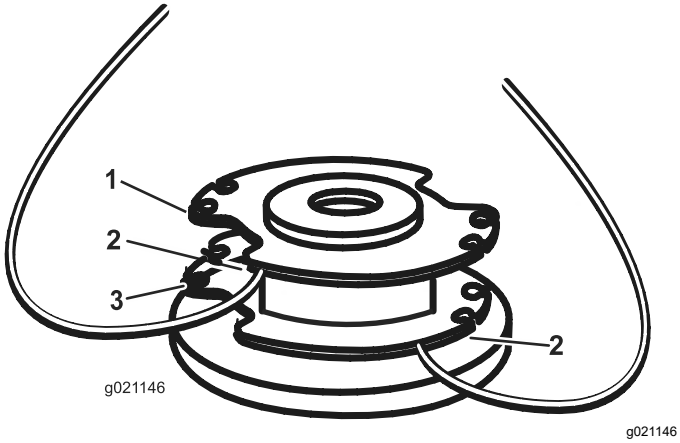

Figure 12
3. Insérez le fil dans le trou d'ancrage en haut de la bobine (Figure 12).